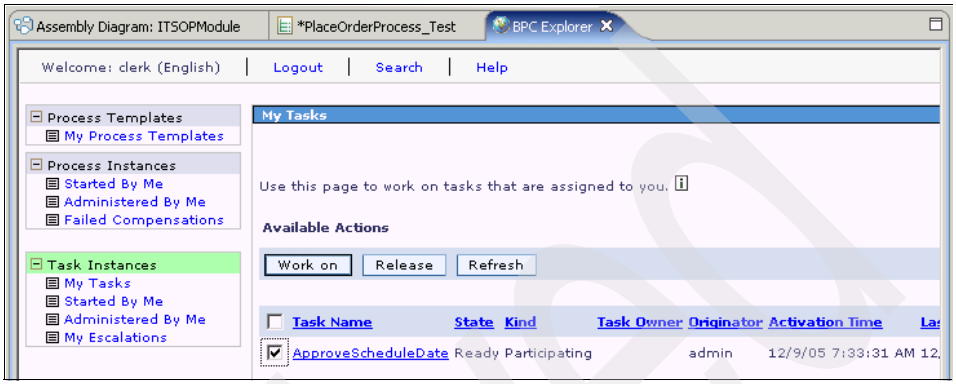

Figure 13-77 BPC Explorer My Tasks: Clerk
13. The My Tasks panel (Figure 13-77) is displayed on the right and shows the task instances assigned to the clerk.